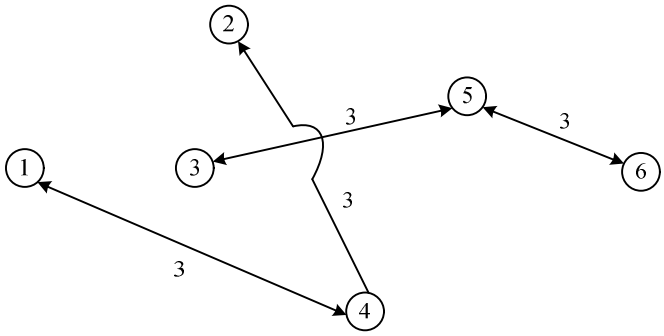

图 24.9　②⑤之间断开后的运输网
（4）路径①④②⑤⑥的剩余最大流量为 1 万吨。计算过后，该路径上各段流量应都减少 1 万吨。从而②⑤之间断开，①④之间、④②之间、⑤⑥之间的剩余流量是 3 万吨，如图 24.9 所示。